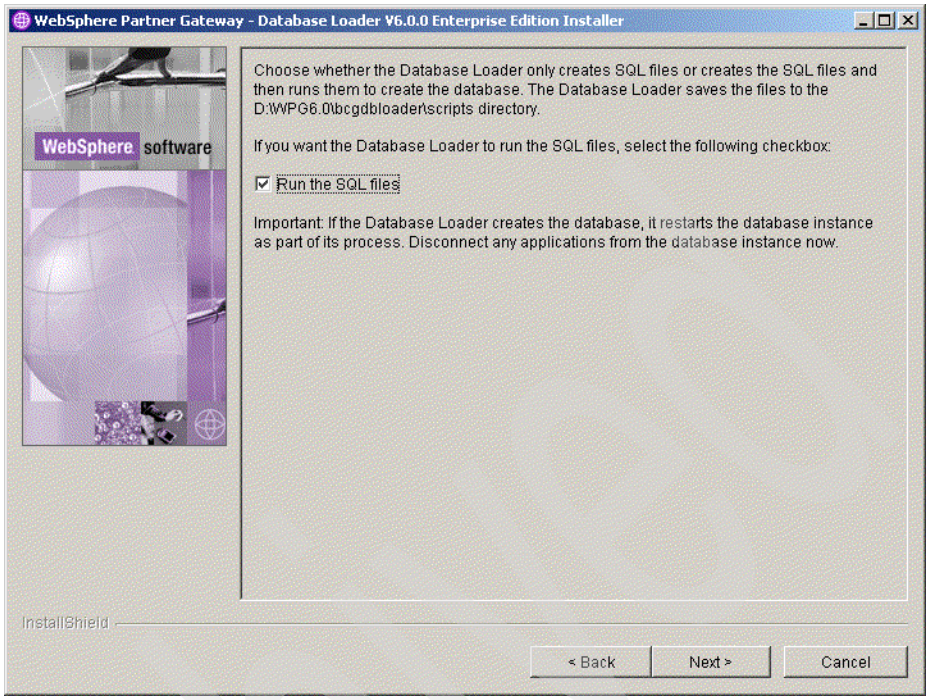

Figure 5-26 Choose to run scripts now or later
11. When all files are copied, you choose whether you want the database loader to run the generated SQL scripts or whether you want to run them manually, for example, after a detailed review of the scripts. See Figure 5-26 on page 85.